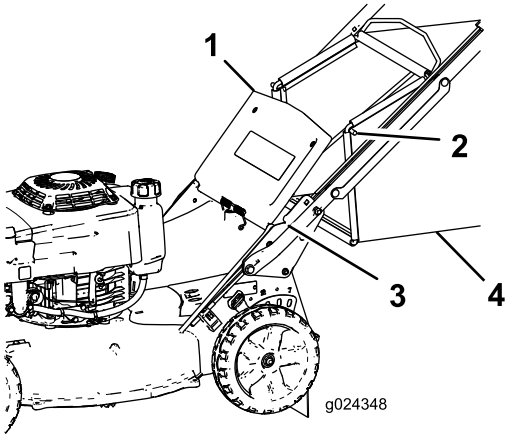

Figuur 19
2. Zet de achterklep omhoog en houd hem in deze stand (Figuur 19).
4. Breng de uiteinden van de grasvangerstangen aan in de inkepingen onderaan de handgreep en schud de grasvanger heen en weer om zeker te zijn dat de stang helemaal in de beide inkepingen zit (Figuur 19).
3. Neem de grasvangerstang uit de inkepingen onderaan de handgreep (Figuur 19).